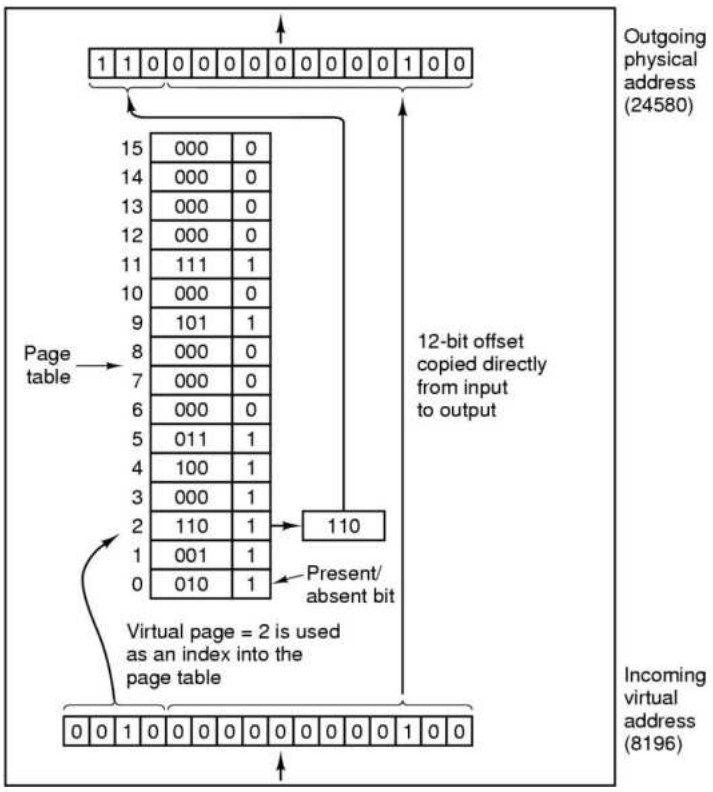

Figure 5-6. The internal operation of the MMU with 16 4-KB pages.
- A very simple example of how this mapping works is shown in Fig. 5-6.